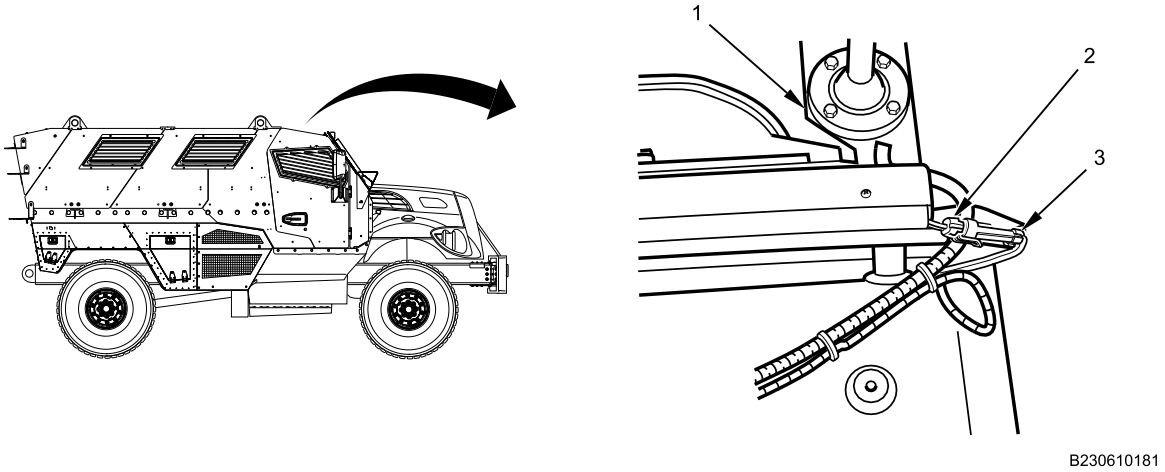

Figure 1. Front Clearance Light Bar Connector.
1. Disconnect power connector (Figure 1, Item 3) from front clearance light bar connector (Figure 1, Item 2) next to front clearance light bar (Figure 1, Item 1).